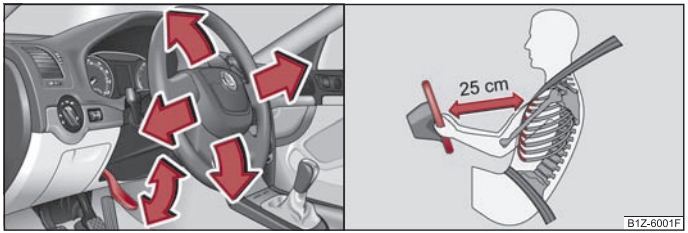

Fig. 3 Volant réglable: Manette sur la colonne de direction/bonne distance du conducteur par rapport au volant
– Tirez la manette sous la colonne de direction vers le bas ⇒ fig. 3, à gauche.
- **Ajustez le volant de façon que l'écart entre le volant et le buste soit de 25 cm au moins ⇒ fig. 3 – à droite. Les airbags ne peuvent pas vous protéger si vous en êtes plus près – danger mortel!**